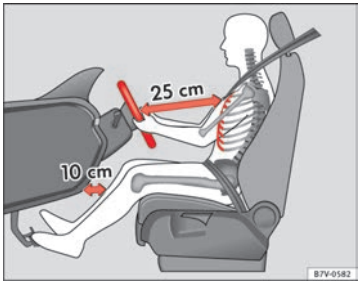

Fig. 1 Distância correcta entre o condutor e o volante
– Ajustar o volante de modo a que a distância entre o volante e o tórax seja de pelo menos 25 cm ⇒ Fig. 1.
- **Regule o banco do condutor de modo a assegurar uma distância mínima de 25 cm entre o tórax e o centro do volante ⇒ Fig. 1. Se essa distância for inferior a 25 cm, o sistema de airbags não poderá protegê-lo convenientemente.**